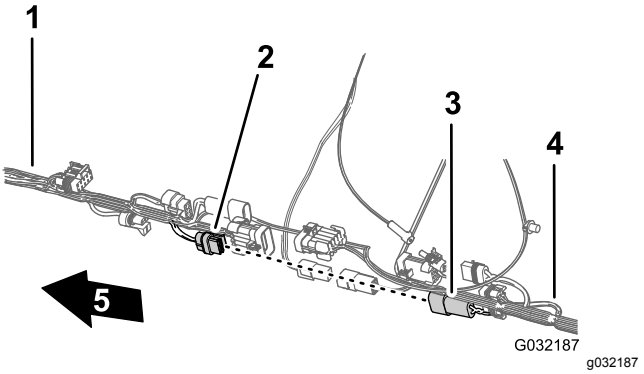

Figuur 117
4. Sluit de stekker met 2 pinnen van de voorste kabelboom voor de spoelpomp aan op de connector met 2 contacten van de achterste kabelboom voor de spoelpomp (Figuur 117).